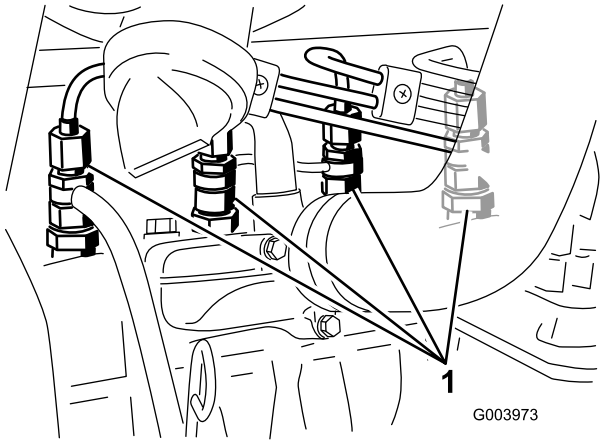

Figur 49
1. Løsne rørforbindelsen til injektormunnstykke nr. 1 og holderen ved innsprøytingspumpen (Figur 49).